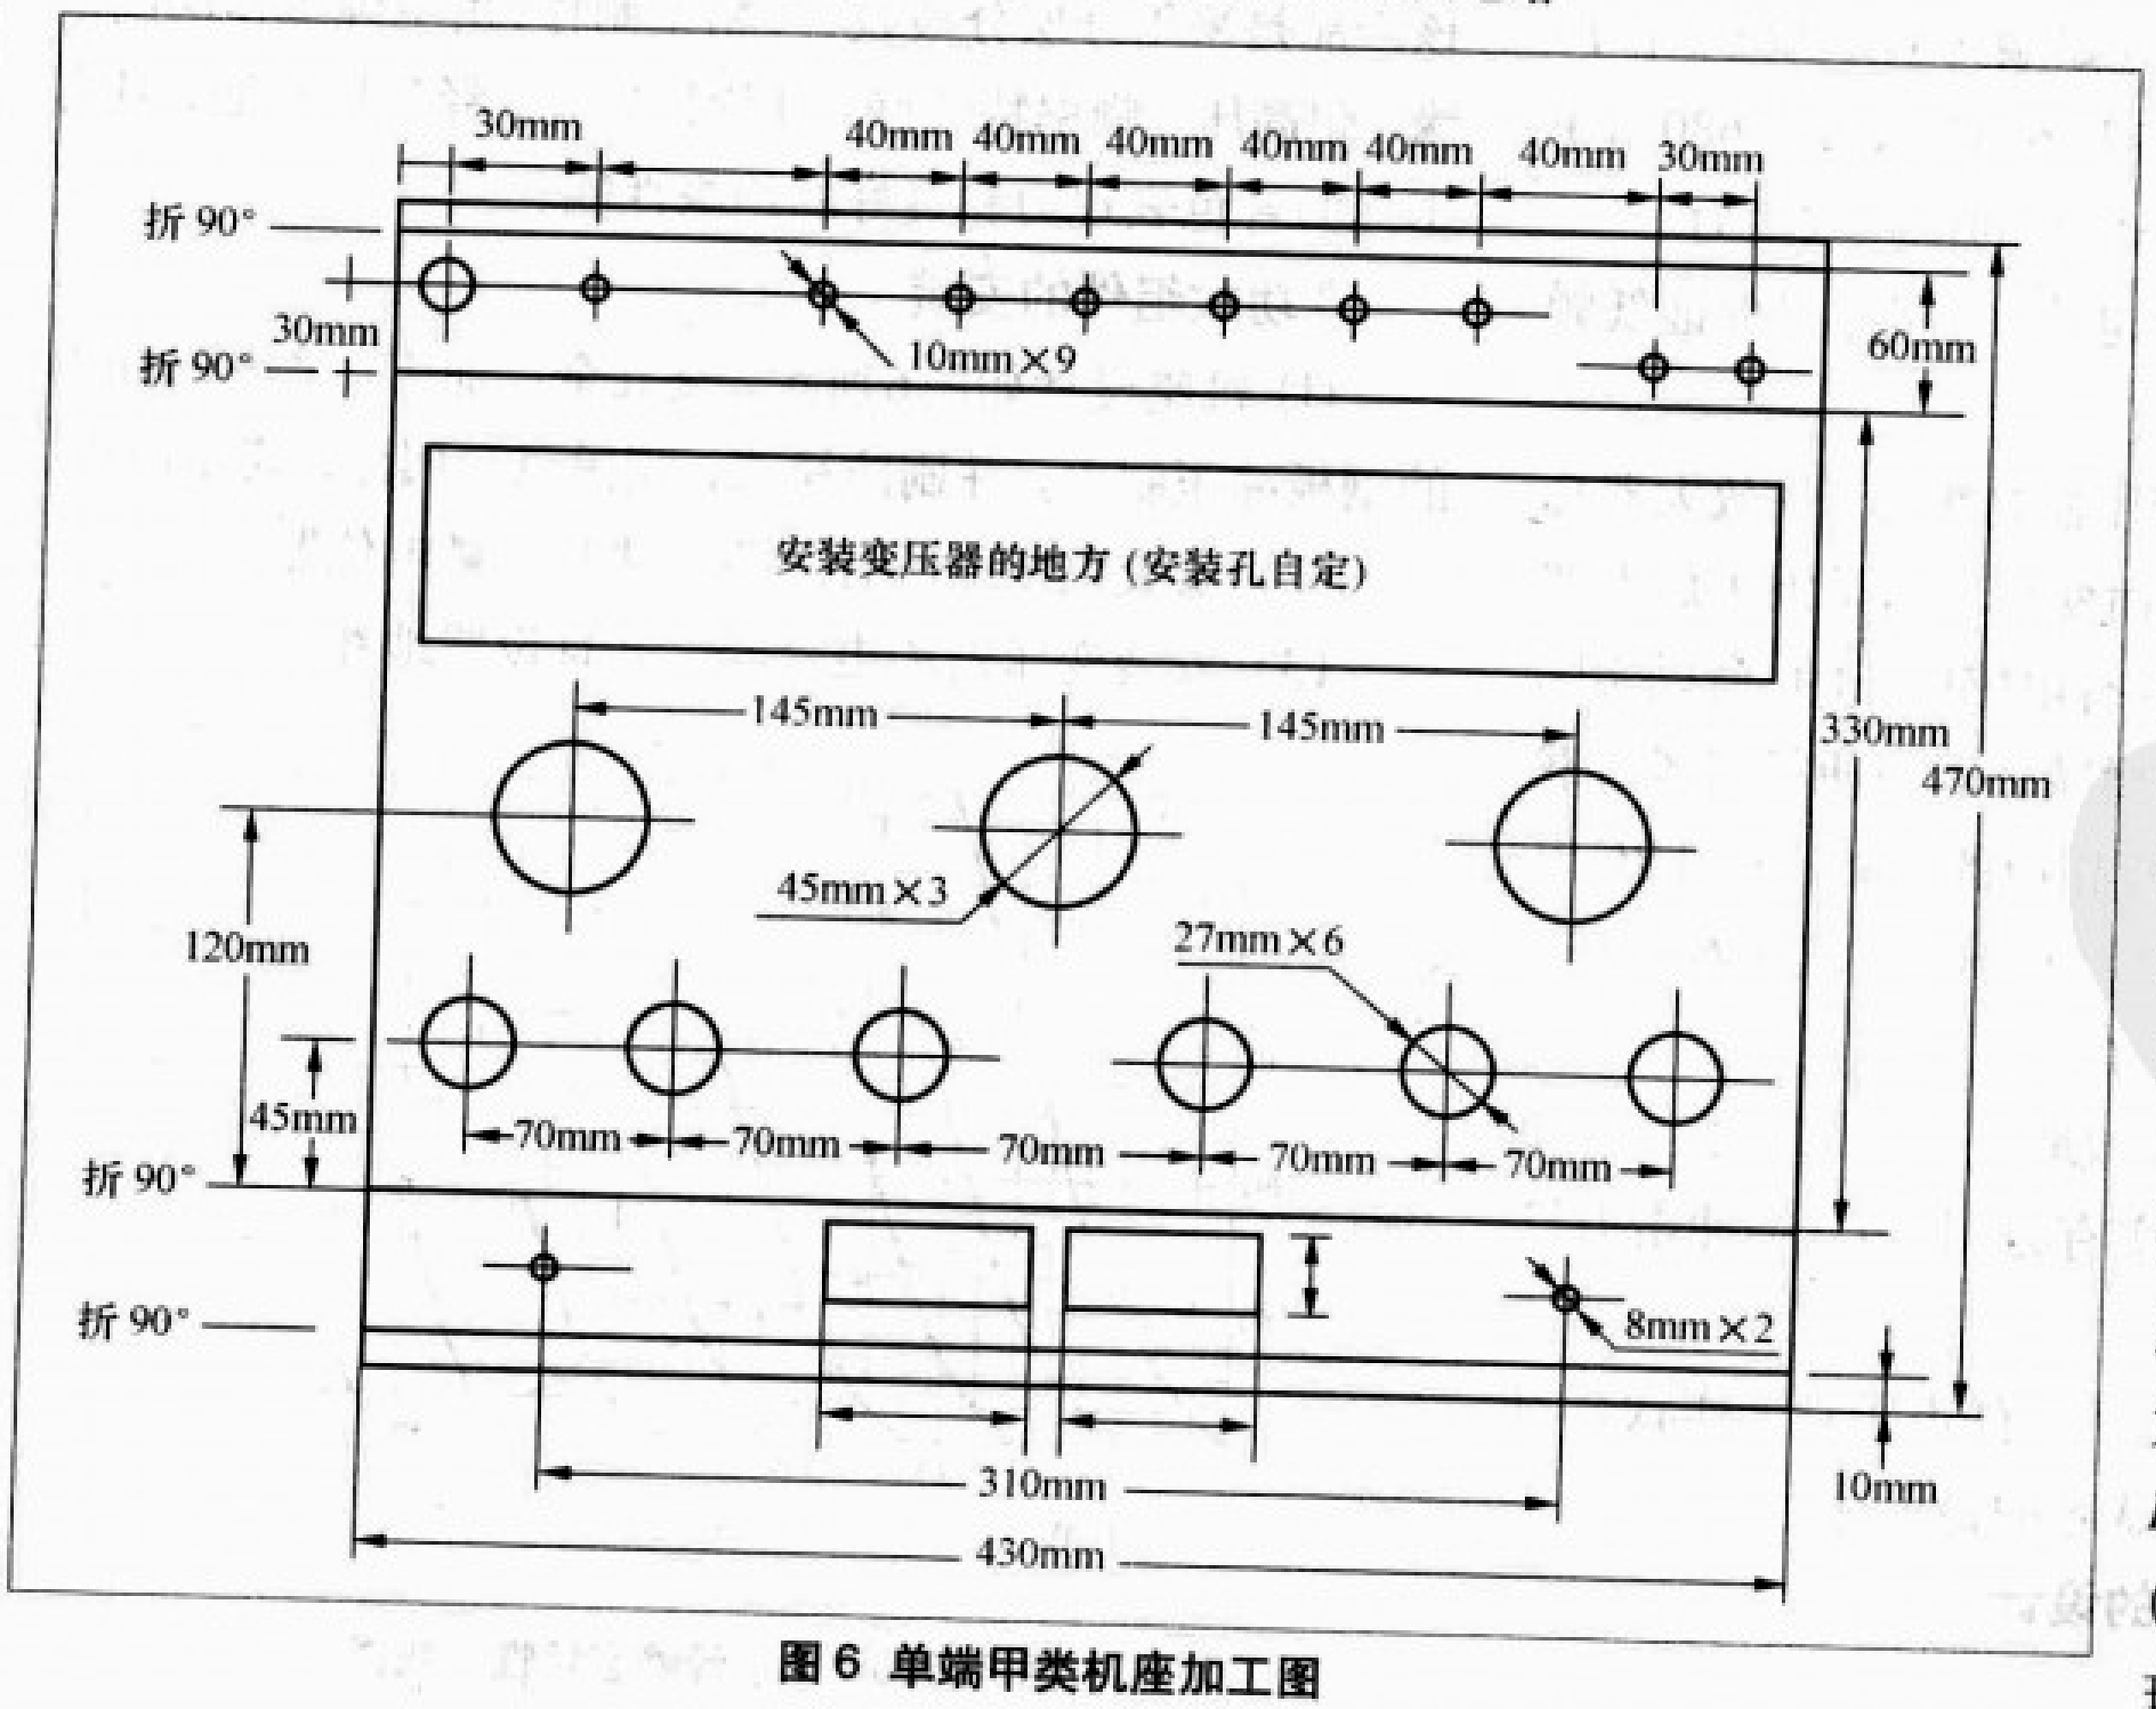

图 6 单端甲类机座加工图
(1) 机座设计如图6所示，交五金厂加工，采用2mm厚的钢板冲压制作。并刷防锈漆，喷黑色金属漆，烤干即可。